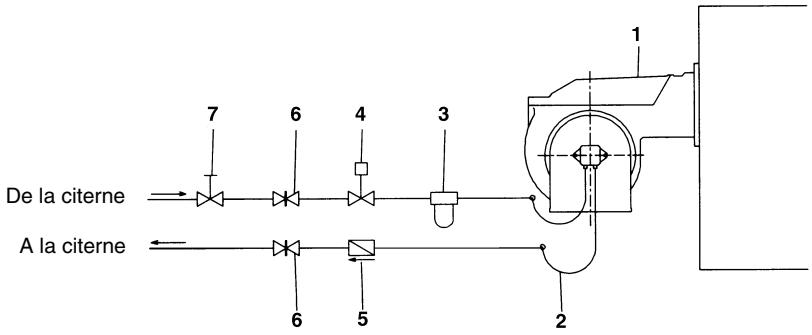

Fig. 6 - Installation bitube
**REMARQUE**: dans les installations de levage à gravité et à anneau, insérer un dispositif d'interception automatique (voir n° 4 - Fig. 6).